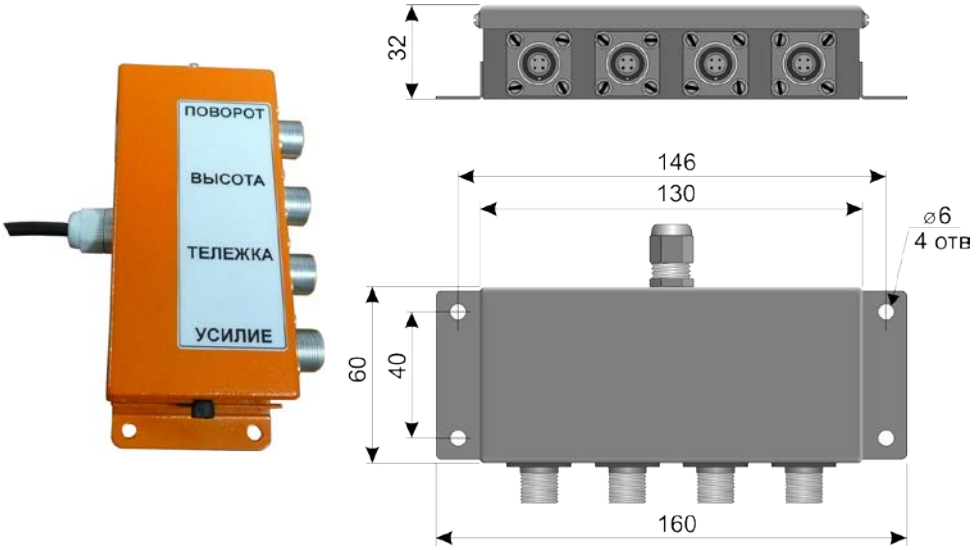

Рис. 9
6.9. Концентратор, Рис.9, обеспечивает коммутацию группы кабелей, идущих от датчиков, на кабели, идущие к микроконтроллеру.